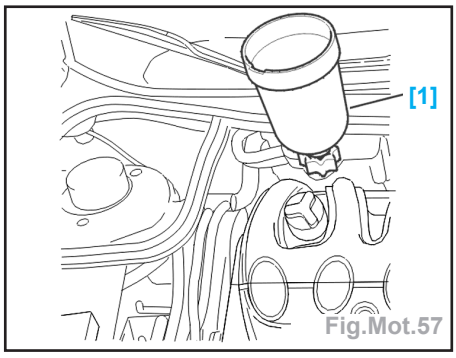

Fig.Mot.57
- Monter sur l'orifice de remplissage le cylindre de charge [1] (**ref.0173-2** (Fig.Mot.57).